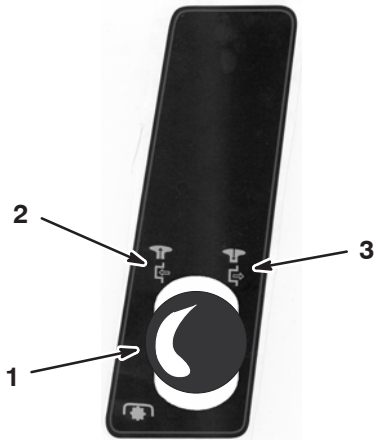

Figuur 10
4. Schakel de maaimessen (aftakas) uit. Zie Figuur 10.